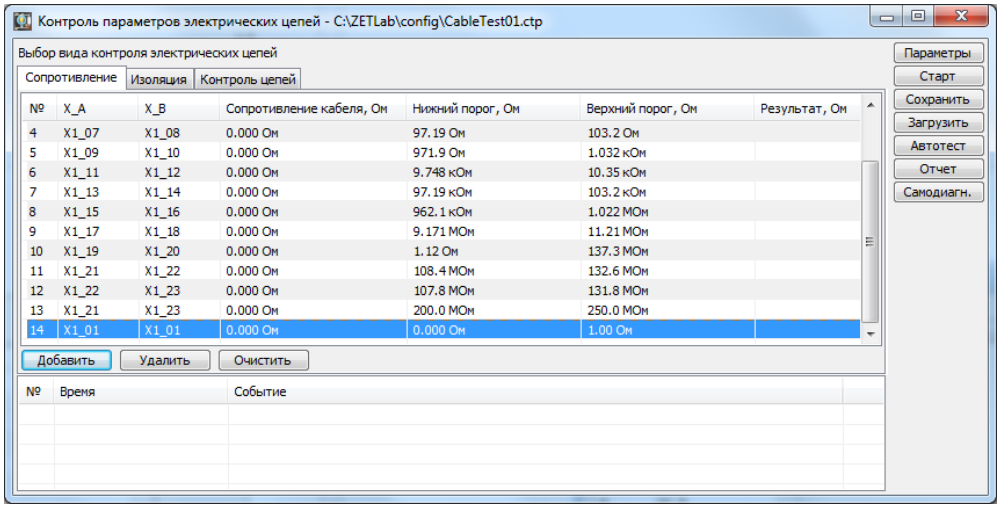

Рис. 3.6 Добавление новой строки
- Кнопка «Добавить» применяется для добавления новой строки в таблицу профиля испытаний. При нажатии на кнопку добавляется новая строка с настройками «по умолчанию» (*Рис. 3.6*).